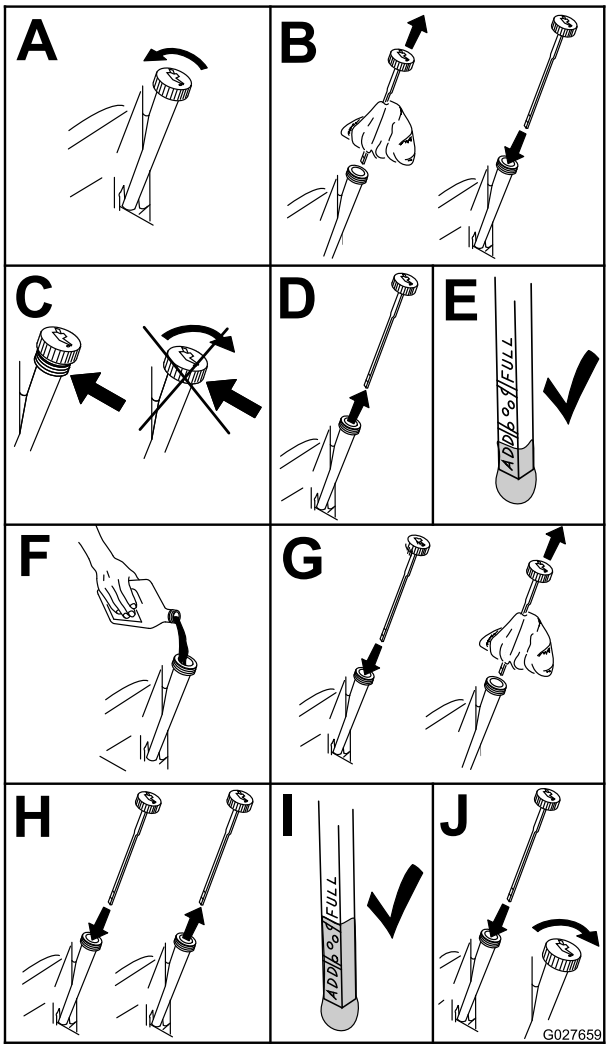

Figure 47
2. Avant de quitter la position de conduite, coupez le moteur, enlevez la clé de contact et attendez l'arrêt complet de toutes les pièces mobiles (Figure 47).